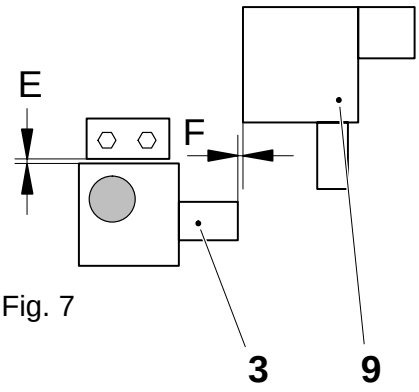

Fig. 7
j) Move the cylinder combination (10) and (11), with the piston rods in, back to end position and turn the arm (8) (= pre-correction position).
k) Set gap F between the cam (3) and the column (9) see fig. 7.
m) Pull out the piston rod (12) on the cylinder (11) and keep it pulled out. At the same time, move the cylinder combination (10) and (11) back to end position, so that the arm (8) pivots.
n) Set stroke G of the cylinder (10). If required, adjust distance C.